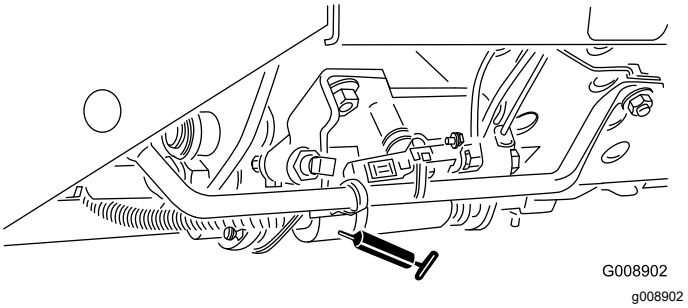

Rysunek 68
- Suwak koszenie/transport (Rysunek 68)